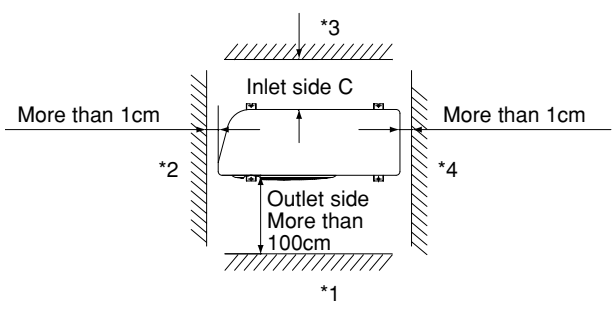
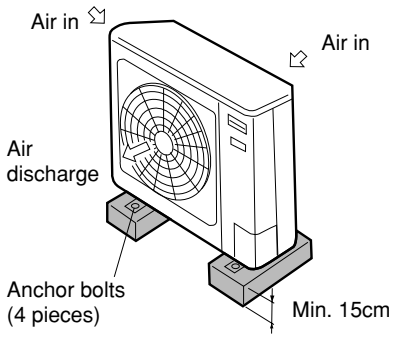

**Fig. 2-5**
**Fig. 2-7**
- allow enough room around the unit for air intake/exhaust and possible maintenance. (Fig. 2-5)
- Concerning inlet-side distance “C” (Fig. 2-5)
- If wall *1 is on the outlet side (Fig. 2-5), or if obstructions are present on all 3 sides *2, *3, and *4 (Fig. 2-5), then the minimum distance for “A” and “B” is 2 m (Fig. 2-7). Even if there is no wall on the outlet side, a minimum of 100 cm is required.
- provide a solid base (concrete block, 10 × 40 cm beams or equal), a minimum of 15 cm above ground level to reduce humidity and protect the unit against possible water damage and decreased service life. (Fig. 2-7)